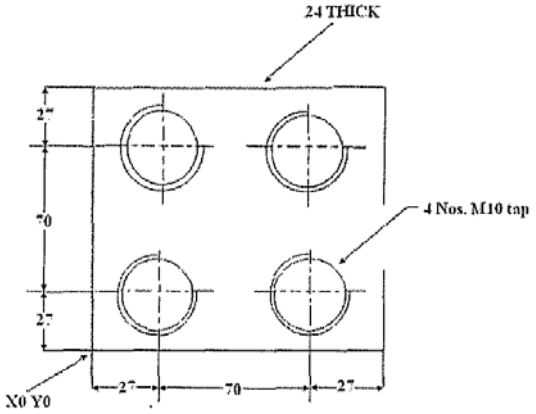

Fig. No. 2 (All dimension are in MM)
b) Write a CNC program using G and M codes for tapping four holes as shown in the Fig No.2, use canned drilling and tapping cycle. **[12]**